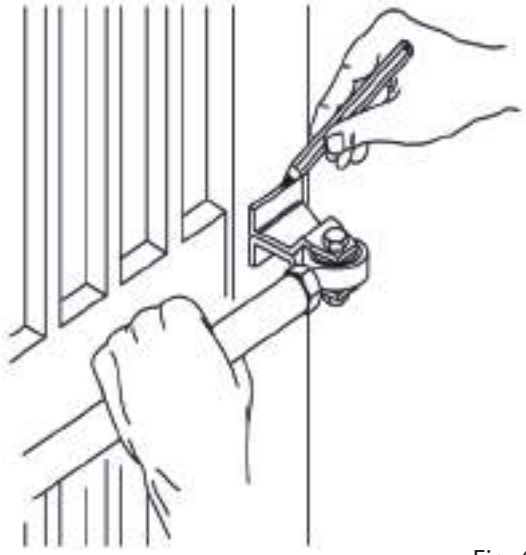

Fig. 4
G) Monte el empalme anterior en el vástago (fig. 4);
H) Cierre la hoja de la cancela y, manteniendo el operador perfectamente horizontal, halle en la hoja la posición del empalme anterior (fig. 4);